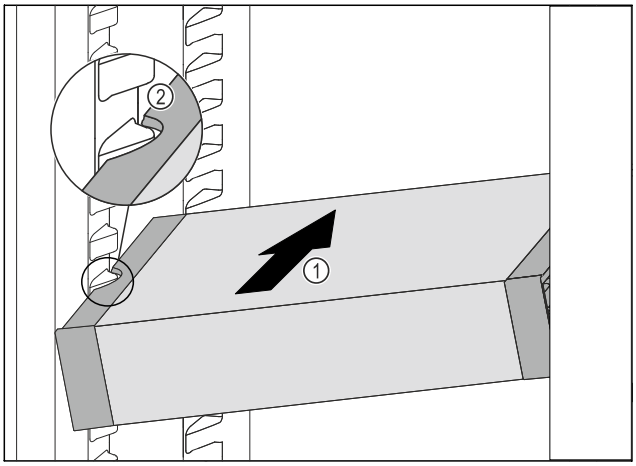

Fig. 163
▶ Împingeți VarioSafe oblic în frigider *Fig. 163 (1)*, până când degajările laterale *Fig. 163 (2)* ale VarioSafese află la înălțimea nervurii recipientului din frigider.